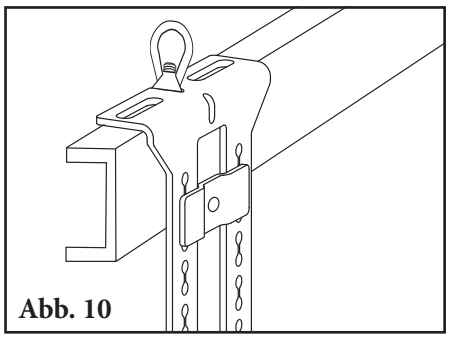

Abb. 10
10. **Um Montagewinkel an einem C-Träger (100 oder 125 mm (4 oder 5")) zu montieren,** benutzen sie die beigefügten Hakenschraubenplatten wie auf dem Bild gezeigt (Hakenschraube nicht beigefügt) (Abb. 10).